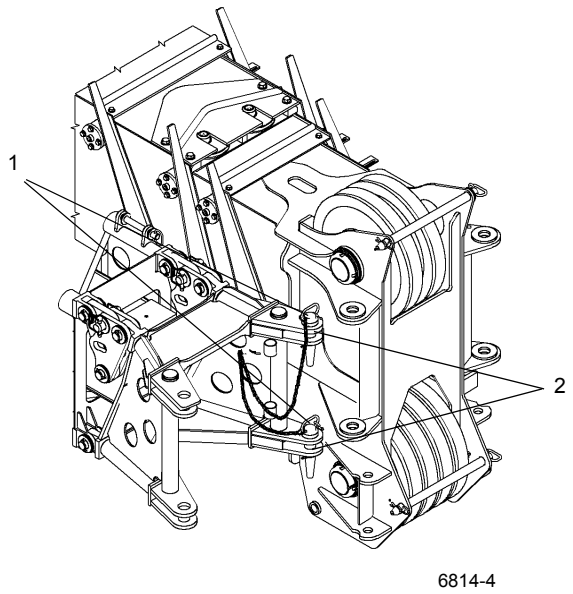

FIGURA 4-93
5. Utilice la cuerda fijada a la parte superior de la extensión de la pluma para alinear manualmente los adaptadores de fijación de la pluma con los adaptadores de anclaje (Figura 4-93, 2) de la extensión.
6. Mueva la pluma levemente hacia arriba o hacia abajo para alinear los adaptadores de fijación de la pluma con los adaptadores de anclaje de la extensión (Figura 4-93, 2).
7. Inserte los pasadores de fijación (Figura 4-93, 1) del lado derecho a través de los adaptadores de fijación de la pluma y de anclaje de la extensión de pluma (Figura 4-93, 2). Instale las pinzas de retención en los pasadores de fijación.